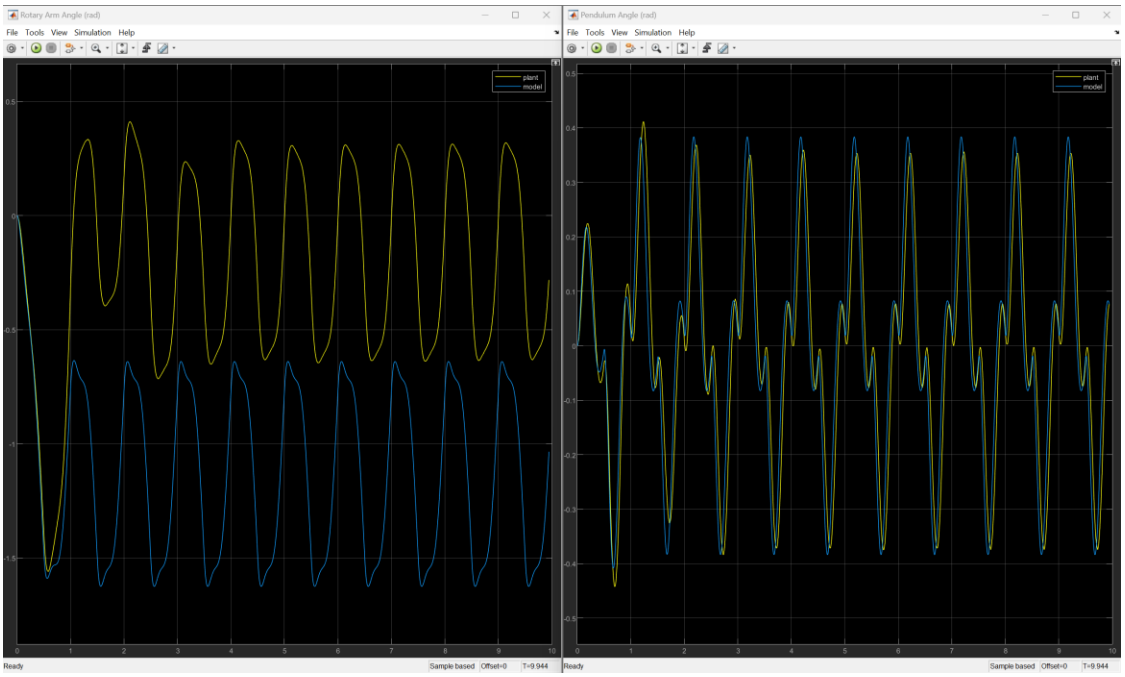

Figure 2: Sample response of the measured vs. modeled pendulum system.
7. Capture a screenshot of the `Base Encoder Angle (rad)` scope and the `Pendulum Angle (rad)` scope. The response should look similar to Figure 2 below.